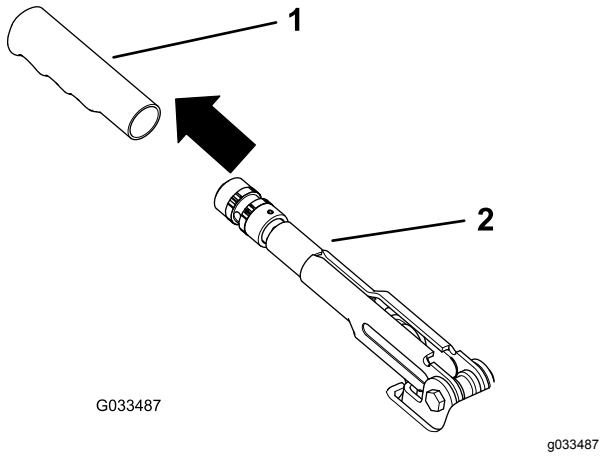

Figur 58
1. Ta bort gummihandtaget från parkeringsbromsspaken (Figur 58).
5. Montera gummihandtaget på parkeringsbromsspaken (Figur 58).